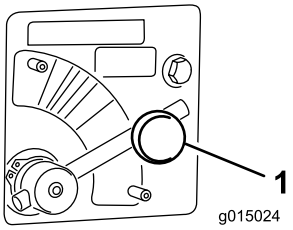

**Rysunek 33**
1. Odkręć pokrętło mocujące dźwignię zaworu rozrzutnika (Rysunek 33).
2. Obróć dźwignię zaworu rozrzutnika do żądanego koloru (Rysunek 33).
Przesuń dźwignię zaworu rozrzutnika do części **NIEBIESKIEJ** (PRĘDKOŚĆ MAKS.) (Rysunek 33). Dźwignia całkowicie obrócona w prawo powinna znajdować się w poziomie.